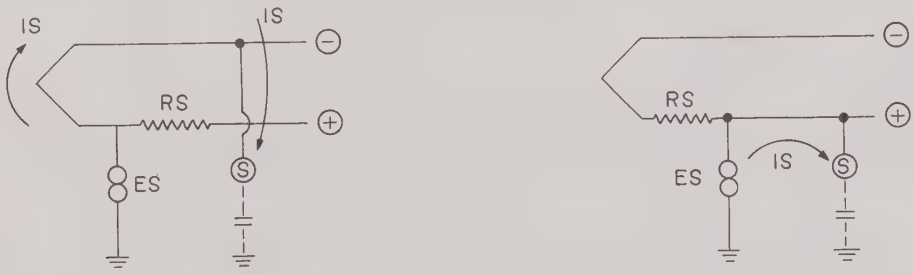

Figure 1. Typical Shield Connections
**a.** The specific connection is determined by the magnitude of the stray to ground signal with respect to instrument span, the magnitude and distribution of customer's source impedance, and the location of stray signal injection by the customer's source. In general, the "S" terminal should be connected to the primary element circuit lead which has the lowest impedance to ground (fig. 1) to prevent passing current through the higher source impedance.